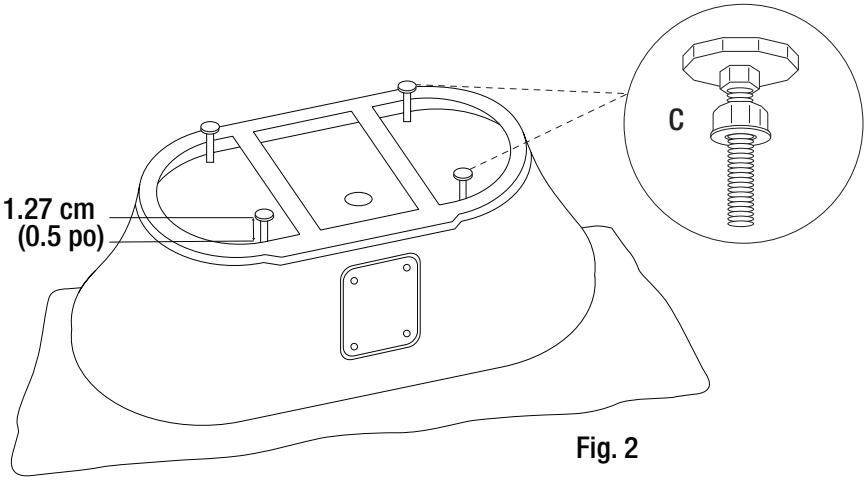

Fig. 2
- Installer les pattes de nivellement avec les écrous et les rondelles comme indiqué et veiller à ce qu'ils dépassent le bas de la jupe de 1.27 cm (0.5 po), Fig. 2.